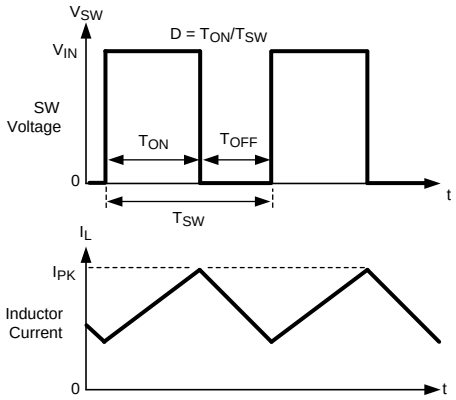

Figure 27. LM26420 Basic Operation of the PWM Comparator
The LM26420 is a constant frequency dual PWM buck synchronous regulator device that can supply two loads at up to 2 A each. The regulator has a preset switching frequency of either 2.2 MHz or 550 kHz. This high frequency allows the LM26420 to operate with small surface mount capacitors and inductors, resulting in a DC/DC converter that requires a minimum amount of board space. The LM26420 is internally compensated, so it is simple to use and requires few external components. The LM26420 uses current-mode control to regulate the output voltage. The following operating description of the LM26420 refers to the *Functional Block Diagram*, which depicts the functional blocks for one of the two channels, and to the waveforms in Figure 27. The LM26420 supplies a regulated output voltage by switching the internal PMOS and NMOS switches at constant frequency and variable duty cycle. A switching cycle begins at the falling edge of the reset pulse generated by the internal clock. When this pulse goes low, the output control logic turns on the internal PMOS control switch (TOP Switch). During this on-time, the SW pin voltage (V_{SW}) swings up to approximately V_{IN}, and the inductor current (I_L) increases with a linear slope. I_L is measured by the current sense amplifier, which generates an output proportional to the switch current. The sense signal is summed with the regulator's corrective ramp and compared to the error amplifier's output, which is proportional to the difference between the feedback voltage and V_{REF}. When the PWM comparator output goes high, the TOP Switch turns off and the NMOS switch (BOTTOM Switch) turns on after a short delay, which is controlled by the Dead-Time-Control Logic, until the next switching cycle begins. During the top switch off-time, inductor current discharges through the BOTTOM Switch, which forces the SW pin to swing to ground. The regulator loop adjusts the duty cycle (D) to maintain a constant output voltage.